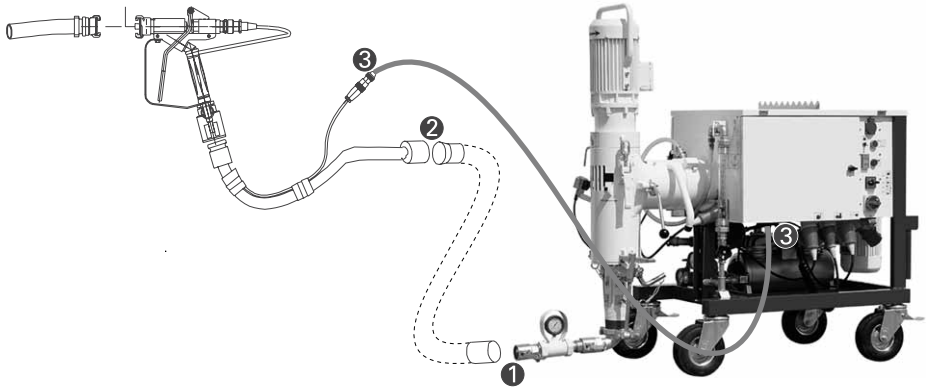

Рис. 16: Разъемы при использовании пистолета для нанесения клея
- Подсоединить шланг подачи раствора к пистолету (рис. 16, ❷)
- Подключить кабель ДУ пистолета к розетке (4пол) (рис. 16, ❸)